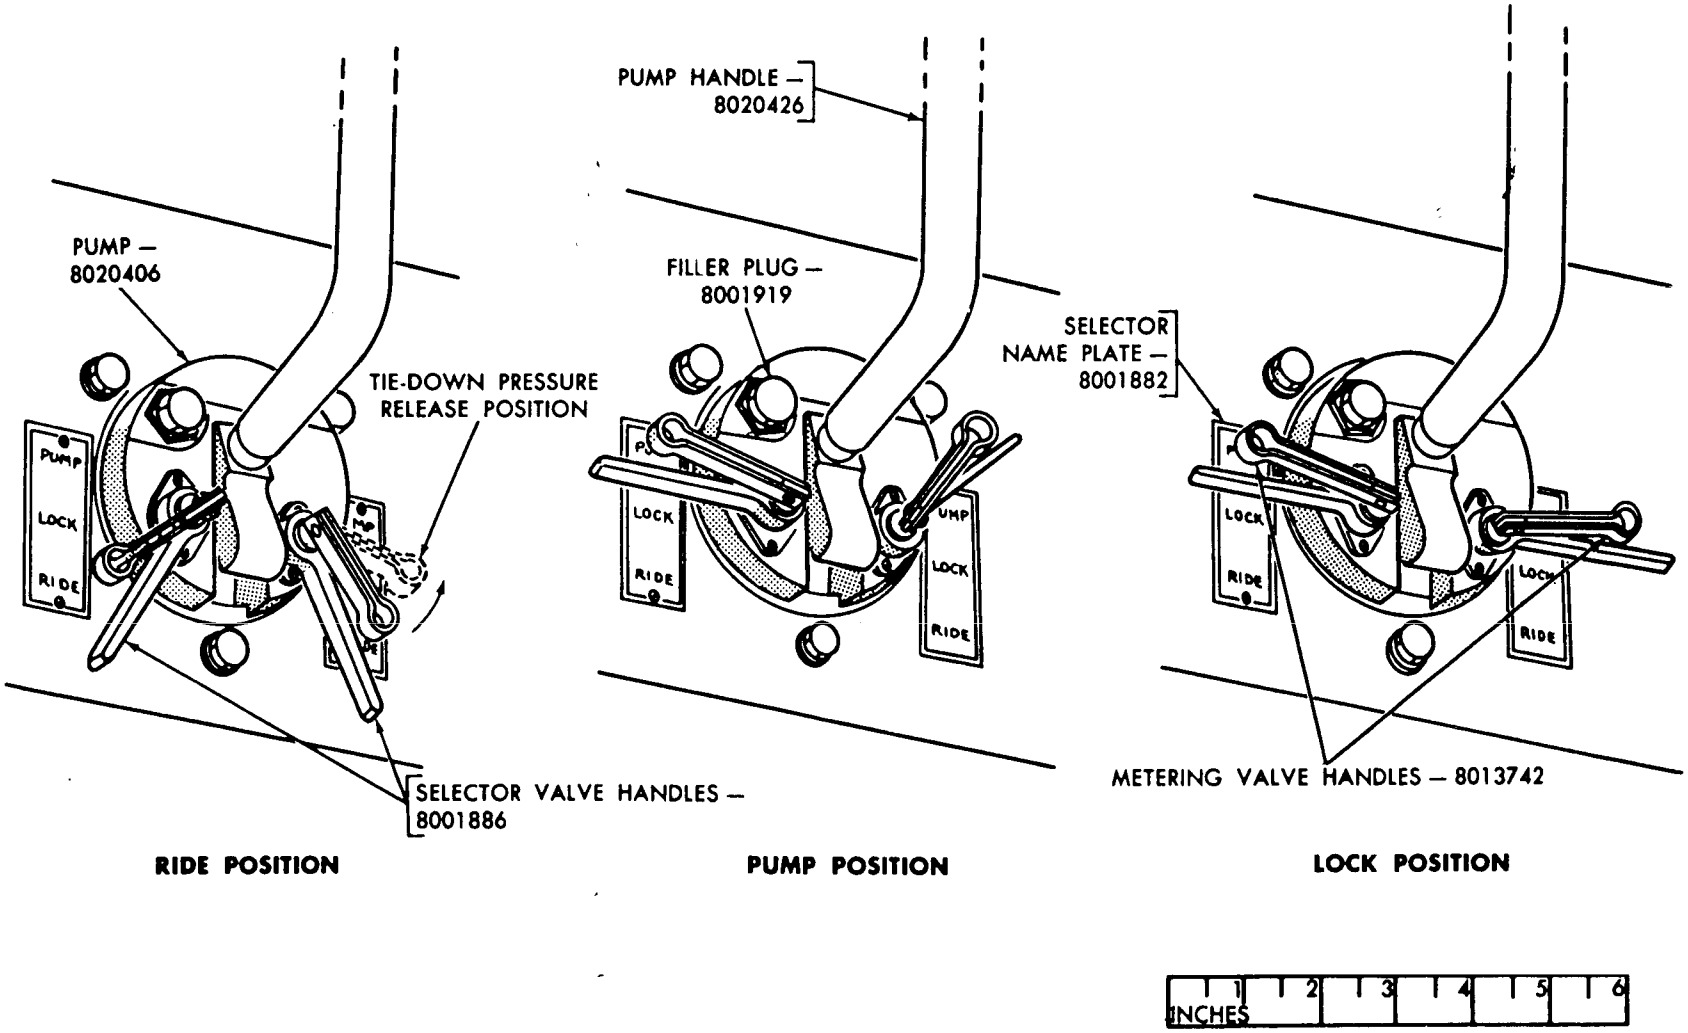

*Figure 76. Transporter-trailer bed-leveling controls.*
*d. Bed-Leveling System* (fig. 76). Two separate hydraulically operated bed-leveling systems (front and rear) are incorporated in the trailer. They are used to lower and level the trailer bed to the height of the loading racks during loading or unloading. The two systems are identical except for location. The front system controls the right and left front corners. The rear system controls the right and left rear controls. The front right and left corners may be lowered or raised independently of each other or at the same time. The same is true for the rear right and left corners of the trailer. Each system has two tiedown cylinders, a manually operated pump, a reservoir, a 3-position selector valve and valve handle, and a metering valve and valve handle. One tiedown cylinder is located near each trailer shock absorber. The selector valve handle, metering valve handle and pump controls are located on the front and rear trailer bed beams. The pump handle is used to operate the pumps. When not in use, the two pump handles are stored in clips on the front and rear trailer beams. The trailer will not be towed unless the selector valve handles are in the RIDE (down) position and the metering valve handles are in the OPEN (down) position. The bed-leveling system should normally be exercised weekly to prevent the hydraulic mechanisms from freezing.